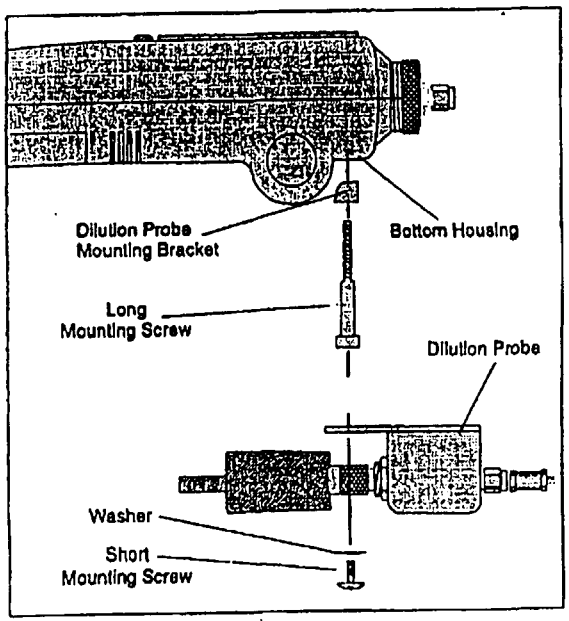

Figure 18 Installing the Dilution Probe
2. Use the long mounting screws supplied with the dilution probe to connect the mounting bracket to the 2020 bottom housing. See Figure 18.